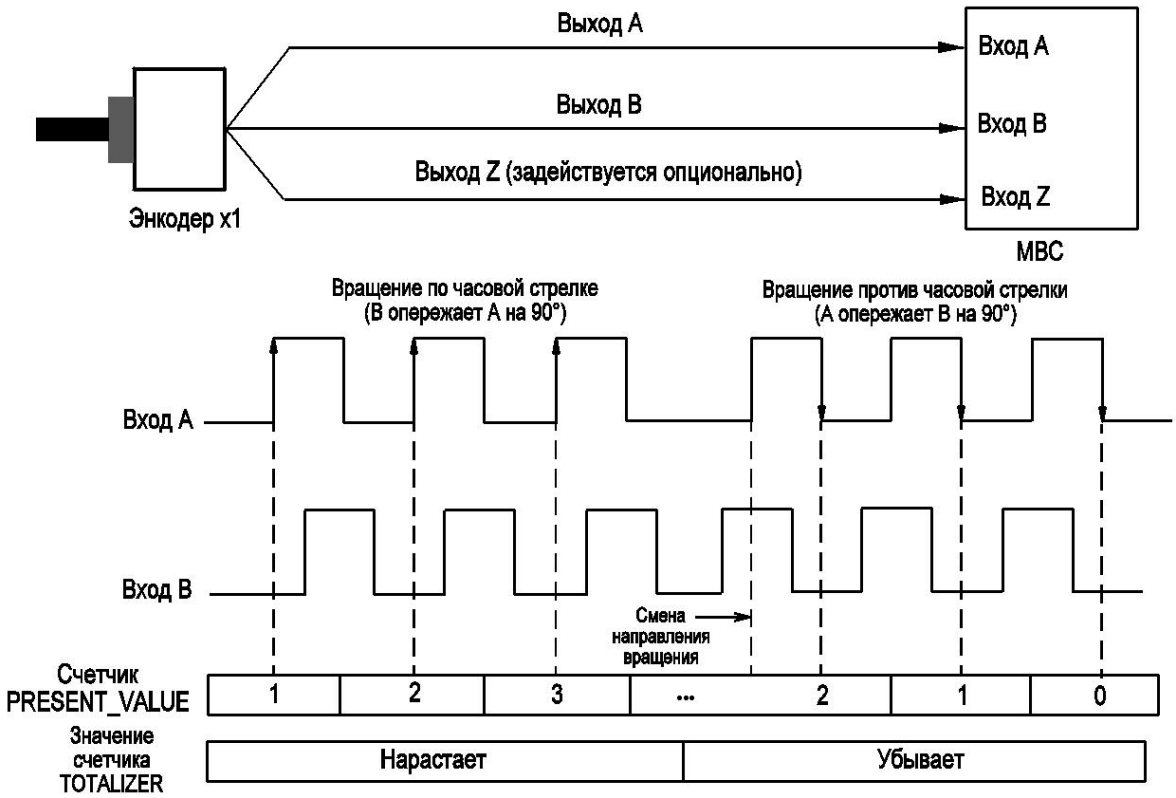

Рисунок 1.3 − Формирование регистра переменной в режиме счетчика
1.4.6 Режим счетчика — это режим работы модуля по умолчанию. В режиме счетчика модуль подсчитывает входящие импульсы на входе A. В этом режиме (см. рисунок 1.3) значение переменной (регистр PRESENT_VALUE) увеличивается или уменьшается в зависимости от состояния на входе B. Если на входе B высокий уровень, счетчик ведет обратный отсчет. Если на входе B низкий уровень или плавающий уровень (т. е. он не подключен к источнику сигнала), счетчик ведет счет вверх. Подсчет ведется по переднему фронту входа A. Вход Z используется в этом режиме в том случае, если включен «Режим хранения».